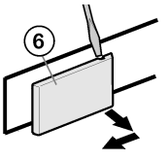

*Fig. 7*
▶ Suelte la cubierta en el lado del tirador *Fig. 7 (6)* con la ayuda de un destornillador y retírela hacia fuera.